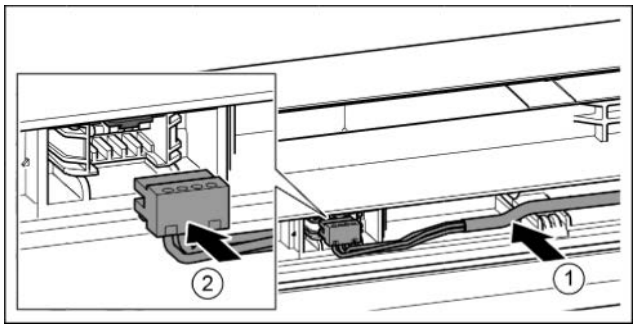

Fig. 41
▶ Вставить серый кабель в направляющую в верхней двери. *Fig. 41 (1)*
▶ Зафиксировать штекер. *Fig. 41 (2)*